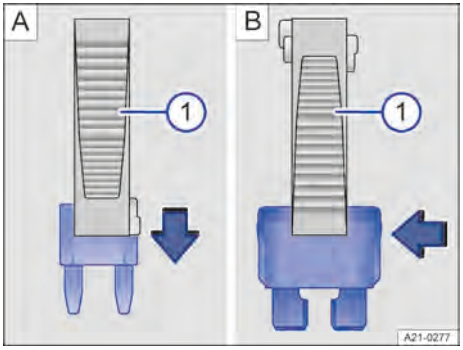

**Fig. 171** Extraer o colocar un fusible (representación esquemática).
① Pinzas de plástico
1. Dado el caso, retire las pinzas de plástico → fig. 171 ① de la tapa de la caja de fusibles → pág. 309, *Fusibles en el vano motor*.
2. En el caso de los *fusibles pequeños*, agárrelos con las pinzas ① desde arriba → fig. 171 A o, en el caso de los *fusibles grandes*, desplace las pinzas ① lateralmente sobre el fusible → fig. 171 B.